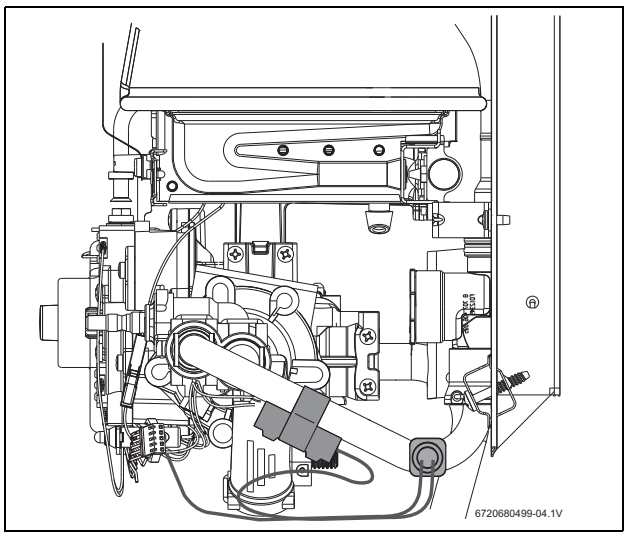

Fig. 7 Temperature sensor and clip ceramic
▶ **4.** Attach temperature sensor and clip ceramic to the cold water pipe as shown in Fig. 7.